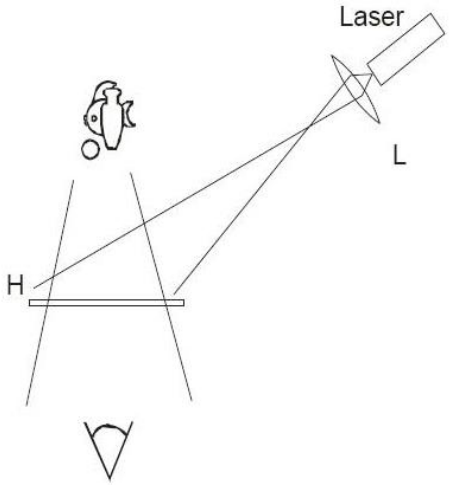

Fig. 8 Experimenteller Aufbau zur Rekonstruktion eines Hologramms (L = Linse, H = Hologramm)
- Experimentellen Aufbau auf der Metalltafel gemäß Fig. 8 durchführen. Dabei das Hologramm möglichst weit vom Laser mit der roten Markierung zum Laser weisend aufstellen.